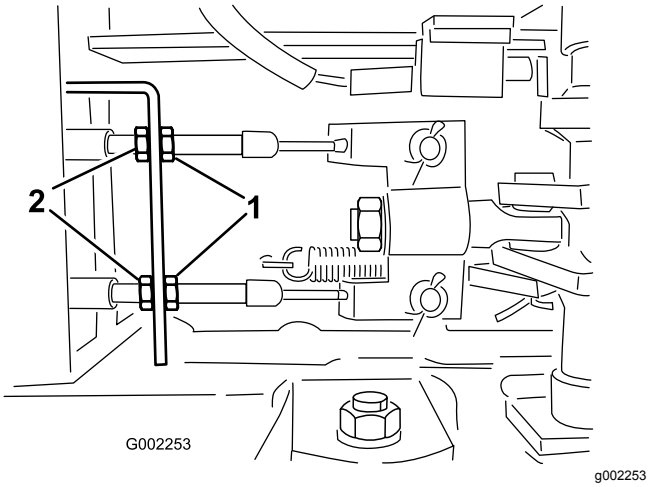

Figuur 87
5. Sluit de aftapklep (Figuur 87).
5. Draai de voorste moeren op remkabels onder het vooreinde van de spuitmachine los (Figuur 87).
6. Draai de achterste moeren gelijkmatig vast totdat het rempedaal een vrije slag van 1 tot 2 cm heeft voordat u weerstand voelt (Figuur 87).